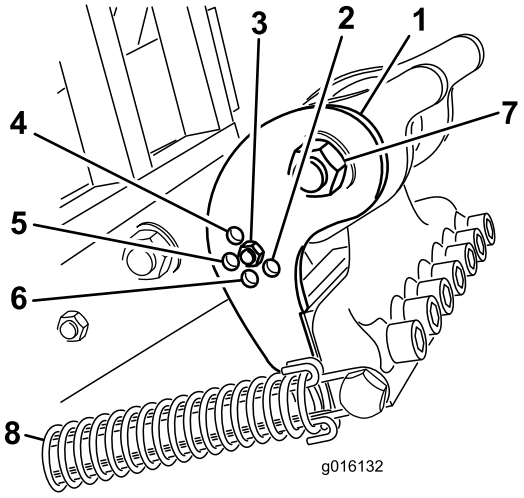

Figur 34
Ställ in det böjda fästet (Figur 34) i rätt läge baserat på längden på de luftarpinnar som ska användas. Huvudstoppet ställs in på ett av fem förinställda lägen genom att man väljer vilket hål som justeringsstången ska sitta fast i. Hålen är endast förinställda värden; det kan t.ex. hända att du får bättre resultat med en 25 cm-luftarpinne i 30 cm-läget, beroende på det aktuella användningsområdet.
3. Frigör fjäderspänningen till luftarpinnshuvudet (Figur 34).
4. Ta bort muttern och skruven i justeringshålen i det böjda fästet (Figur 34).